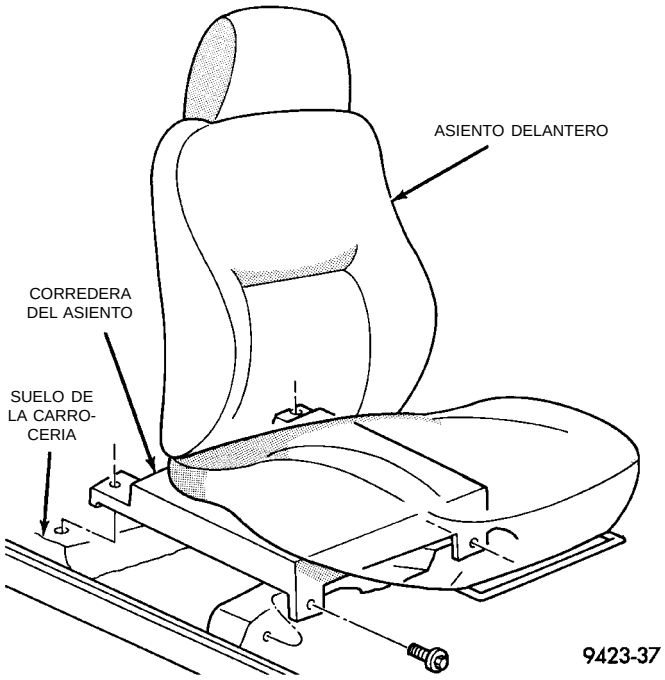

Fig. 1 Asiento delantero
(1) Mueva el asiento a la posición adelantada.
(2) Retire los pernos que sujetan la parte trasera de la corredera de asiento al suelo.
(3) Mueva el asiento hacia atrás.
(4) Retire los pernos que sujetan la parte delantera de la corredera del asiento al travesaño de falso bastidor del suelo (Fig. 1).
(5) Separe el asiento del vehículo.